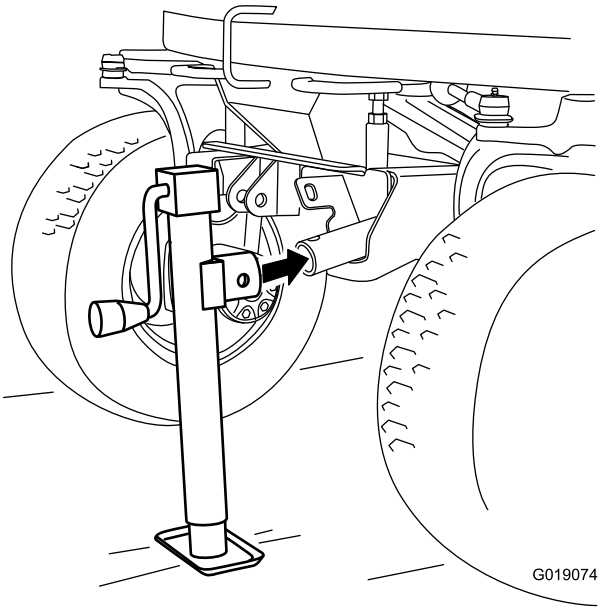

Figur 6
2. Montera domkraftens nav över domkraftsfästets nav (Figur 6).